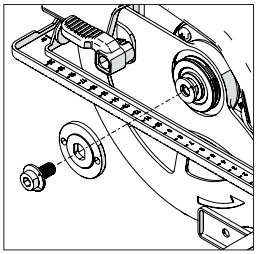

Abb. 4
- Lösen und entfernen Sie die Innensechskantschraube des Dorns, zugehörige Halterungen und den äußeren Sägeblatt-Antriebsflansch mit dem Sechskantschlüssel. **(Abb. 4)**